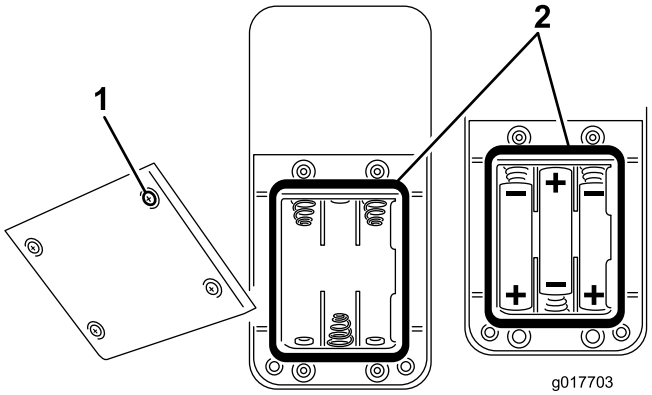

Figur 31
2. Lägg i tre nya AAA-batterier om batterifacket är tomt. Se till att vända batterierna åt det håll som visas i Figur 31.
3. Om du ska byta ut uttjänta batterier tar du först bort de gamla och lägger sedan i tre nya AAA-batterier. Se till att vända batterierna åt det håll som visas i Figur 31.